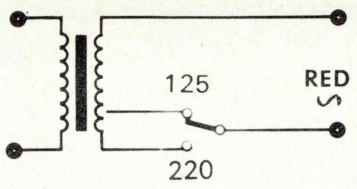

Figura 3: Montaje de conmutador de red en el circuito del primario.
1.- *Tensión de primario:* debe coincidir con la tensión de red disponible. La mayoría de los transformadores disponen de un primario con tres tomas: una común (0) y otras dos (125 y 220 V) de las que sólo se utilizará la correspondiente a la red en cuestión. También puede montarse el consabido conmutador de tensión de red, como se indica en la figura 3.